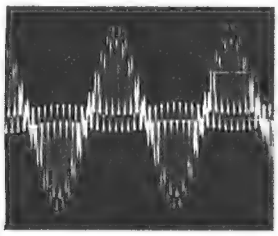

Bild 21. Bei voller Aussteuerung beträgt der Pegel des Pilotsignals ◀ 10% der Gesamtamplitude
Bild 22. Die durch den Pilotpegel entstehende Doppelkontur läßt sich eindeutiger bei verringerter Horizontal-Ablenkfrequenz ablesen; das Signal ist dasselbe wie im Bild 21 ▶
S. 660) zeigte bereits die Auswirkungen ungleicher Summen- und Differenzspannung, die im Oszillogramm sofort erkennbar sind. In der Service-Praxis kommt es daher vor allem darauf an, die zusätzliche Pilottonamplitude passend zum Summen- und Differenzsignal hinzuzuaddieren. Sofern der Multiplex-Generator kein Anzeigeinstrument hat, empfiehlt sich auch hier die oszillografische Kontrolle. Im Falle der zunächst behandelten Vollaussteuerung muß die sich in der Mitte oder an den beiden äußeren Spitzen der Amplitude bildende Doppelkontur 10 % der Anzeigehöhe des Gesamtsignals haben (Bild 21). Bei langsamerer
X-Ablenkung wie im Bild 22 (es enthält sonst das gleiche Signal wie Bild 21) schälen sich die Doppelkonturen klarer heraus.